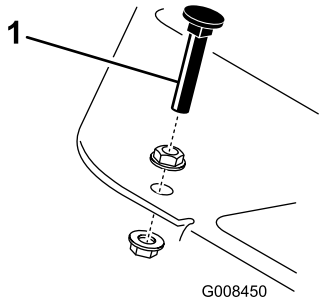

Figuur 43
Druk het tractiepedaal in. Als het pedaal contact maakt met de pedaalaanslag (Figuur 43) voordat u spanning op de kabel voelt, is afstelling vereist:
1. Draai de flenskopborgmoeren los waarmee de pedaalaanslag aan de vloerplaat is bevestigd (Figuur 43).